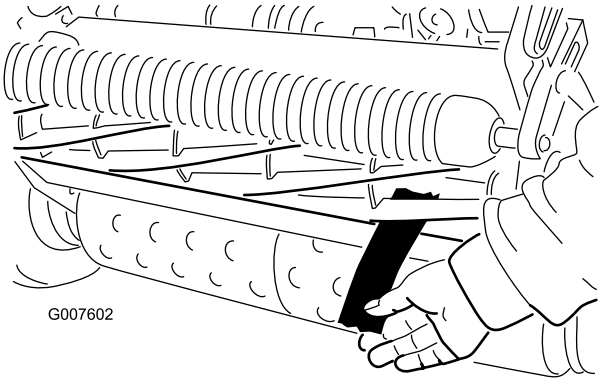

Figur 46
12. Test klippeegenskapene ved å legge inn en lang remse med testpapir loddrett til motstålet mellom spolen og motstålet (Figur 46). Drei spolen sakte fremover, slik at det klipper papiret.